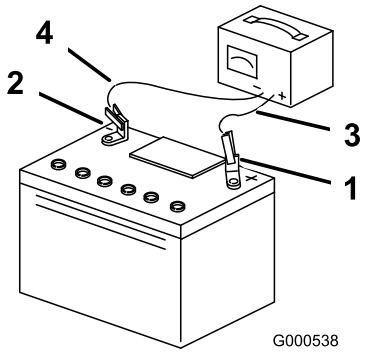

**Figur 44**
3. Når batteriet er helt oppladet, kobler du laderen fra strømuttaket, og deretter laderledningene fra batteripolene (Figur 44).